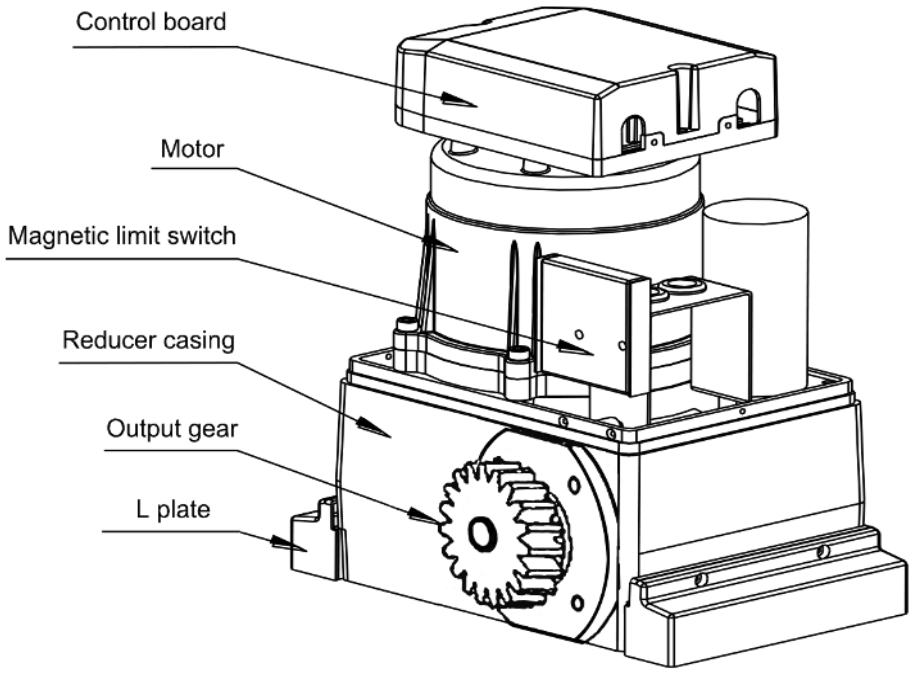

Fig.1
2. Working Principle & Main Structure (Fig.1)